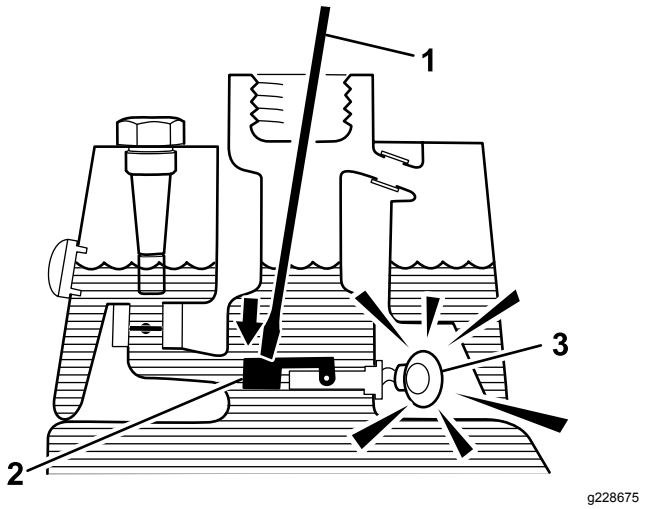

Figur 54
3. Sett en ren stang eller skrutrekker inn i tankåpningen, og trykk oljenivåflytebryteren forsiktig ned (Figur 54): Alarmen skal gå etter tidsforsinkelsen på ett sekund.